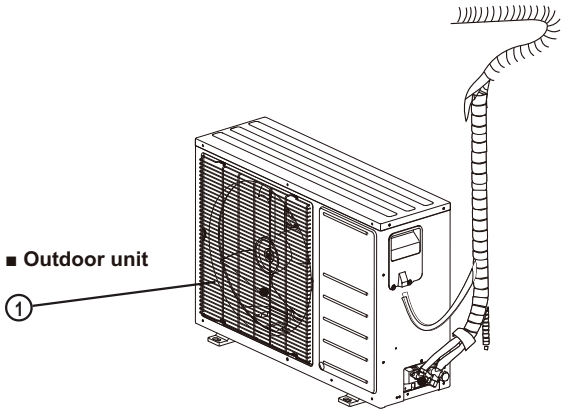

Fig. 3 — Outdoor Unit
- **Figure 3 is only a sketch. The actual model may differ slightly.**